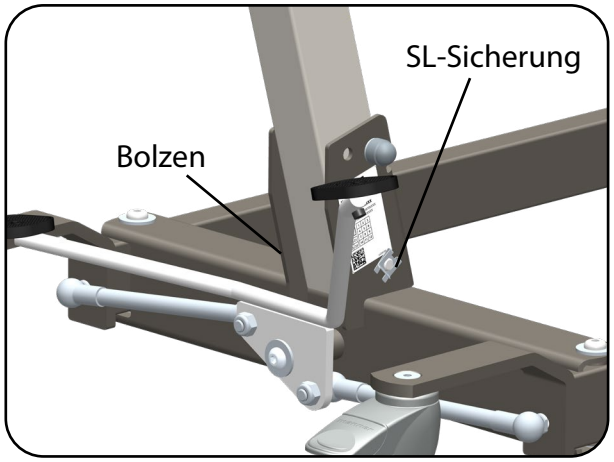
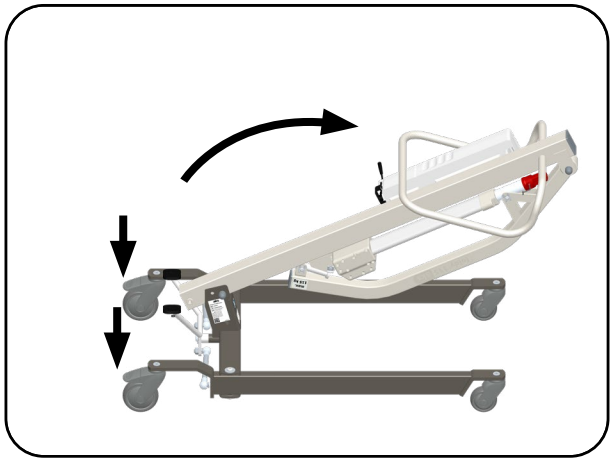

Abb.13.2.02 – Standmastaufnahme
Abb.13.2.03 - Standmast zusammenklappen
1. Bremsen Sie die beiden hinteren Laufrollen an der Bedienerseite, durch Betätigung des Tritthebels (Abb. 13.2.03); siehe Kapitel Bedienung Abschnitt **Laufrollen**.
3. Schwenken Sie zuerst den Hubantrieb und anschließend den Hebearm zum Standmast. Fixieren Sie den Hubantrieb und den Hebearm mit Kabelbinder oder Klettband am Standmast (Abb.13.2.03).
4. Entfernen Sie an der Standmastaufnahme den Bolzen mit der SL-Sicherung und klappen Sie den Standmast langsam und kontrolliert nach vorne (Abb.13.2.02 und Abb.13.2.03).